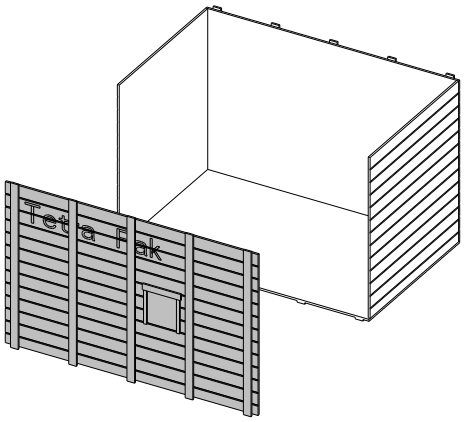

Fig 2
- Unscrew any screws fixing the contents to the front of the crate and remove the front of the crate, see figure 2.